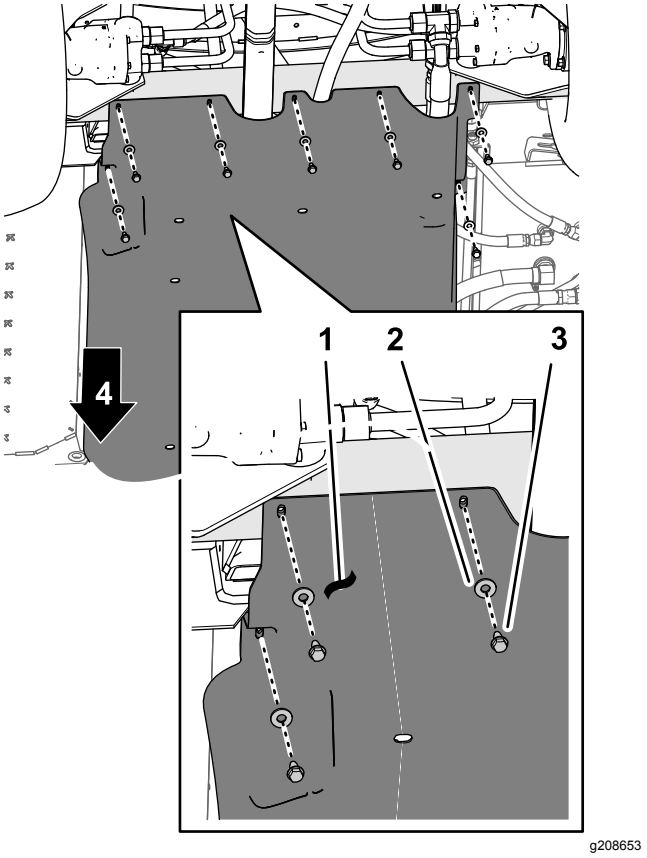

Figur 180
4. Rikta in hålen i den bakre delen av underredshöljet mot hålen i chassit (Figur 180).
5. Montera den bakre delen av underredeshöljet på chassit med de sju flänsskruvar (5/16 x 7/8 tum) och sju brickor (5/16 tum) som du tog bort i steg 1 i 12 Ta bort underredets höljsats (tillval) (sida 24) (Figur 180).